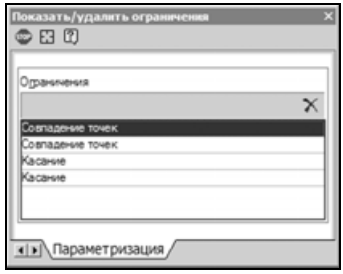

Рис. 5.125
- Проверьте связи и ограничения, которыми обладает дуга. Кроме пары связей **Совпадение точек**, автоматически наложенных системой, добавились связи **Касание**, созданные вручную (рис. 5.125).